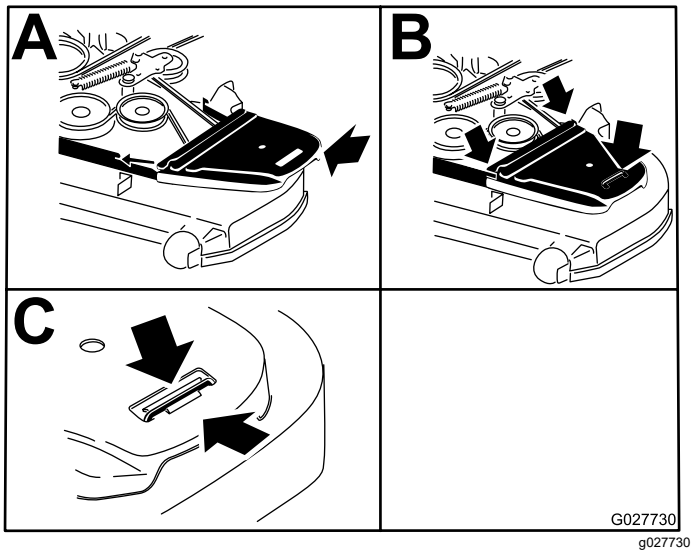

Figur 88
14. Monter remskærmene (Figur 88).